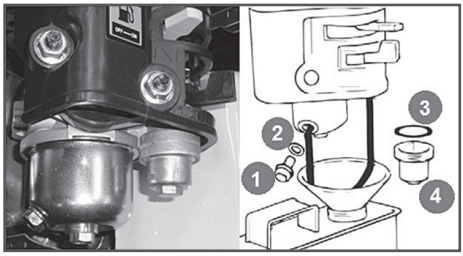

Рис.12 Обслуживание фильтра-отстойника карбюратора
3. Открутите болт сливного отверстия (1) и слейте топливо из поплавковой камеры карбюратора (Рис. 12).
4. Открутите стакан отстойника (4), вылейте из него топливо в ранее подготовленную емкость.